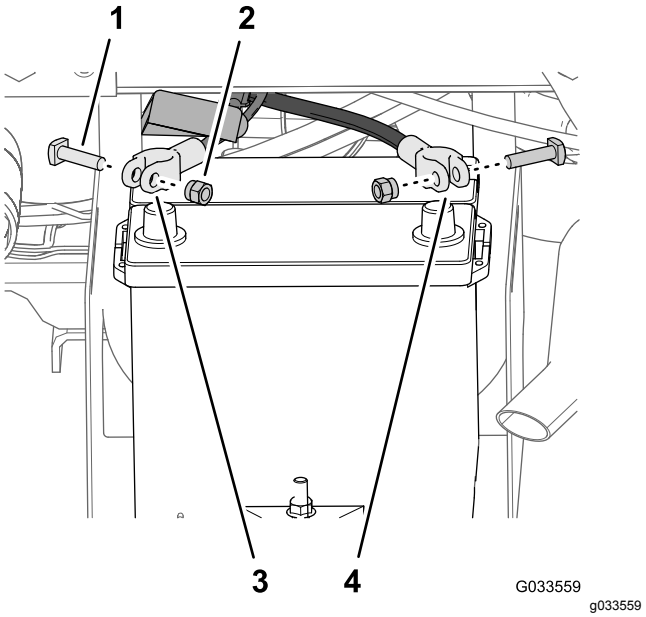

Figur 27
1. Fjern mutterne og T-boltene på klemmene til de positive og negative batterikablene (Figur 27).